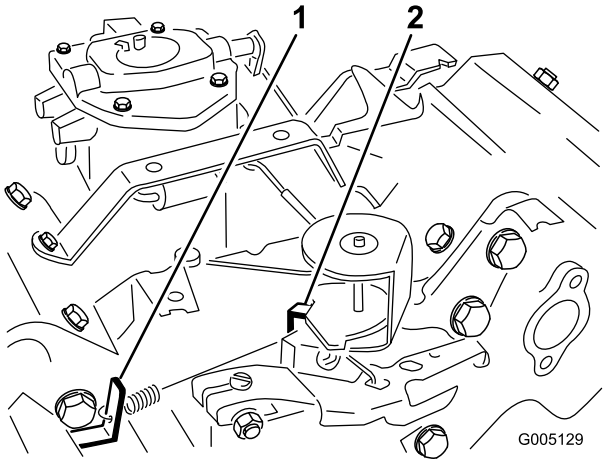

Figuur 47
3. Buig het ankerlipje van de veer voor het afgeregelde stationair toerental (Figuur 47) totdat het stationair toerental 1650 ± 100 tpm bedraagt. Controleer het toerental met een toerenteller.
5. Zet de gashendel op SNEL. Buig het ankerlipje van de veer voor het hoge toerental (Figuur 47) totdat het hoge toerental 2850 ± 50 tpm bedraagt.